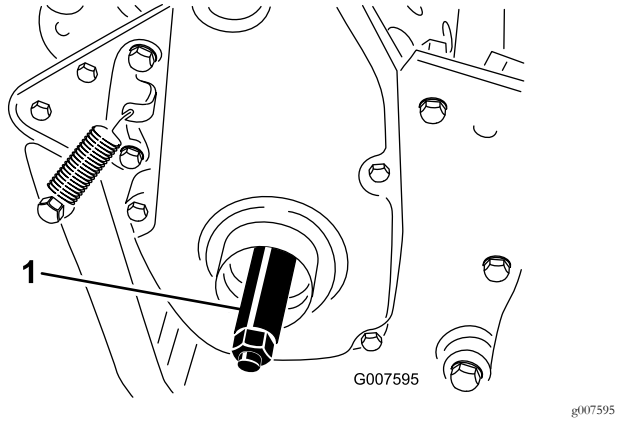

**Figur 7**
3. Skru den højre hjulaksel ind i drivremskiven på højre side af maskinen (Figur 7).